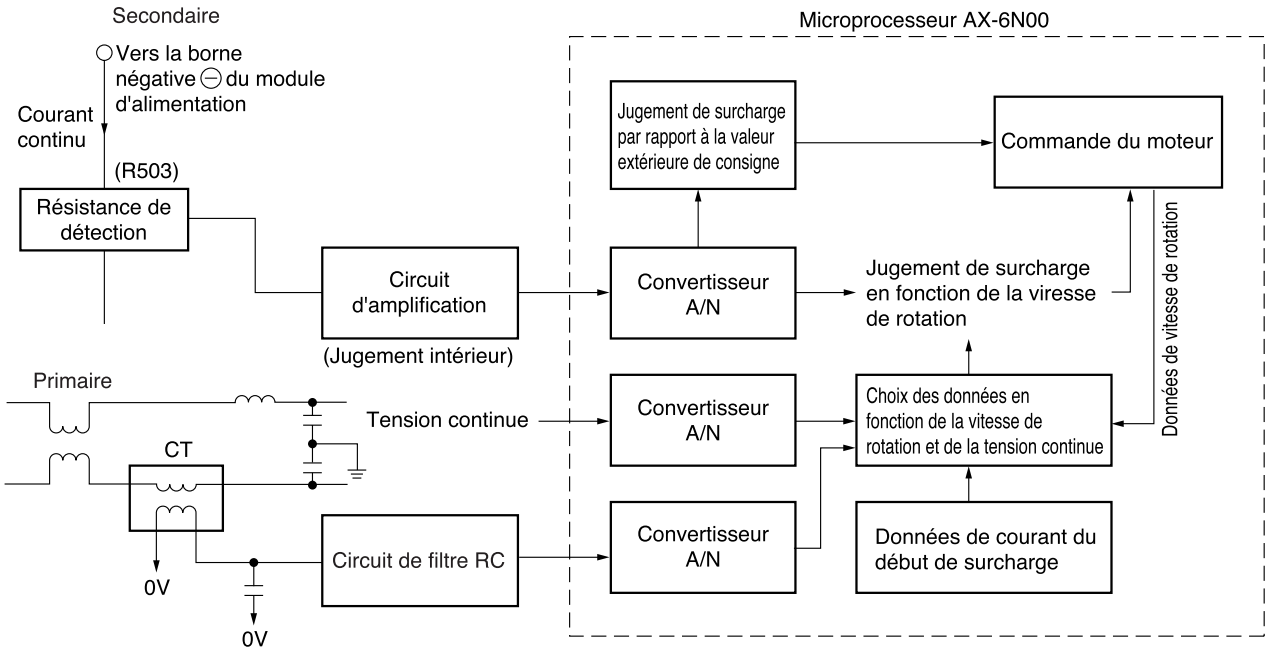

Fig. 5-1 Configuration du système de commande de surcharge
- La figure 5-1 représente la configuration du système quo assure la gestion d'une surcharge et la figure 5-2 est un diagramme permettant de juger de la présence d'une surcharge. Il existe deux méthodes de jugement : l'une, extérieure, compare la valeure externe de consigne avec la valeur du courant continu quelle que soit la vitesse de rotation, l'autre, intérieure, compare la valeur de consigne qui varie en fonction de la vitesse de rotation programmée qui est un élément du logiciel du microprocesseur, avec la valeur actuelle du courant continu.